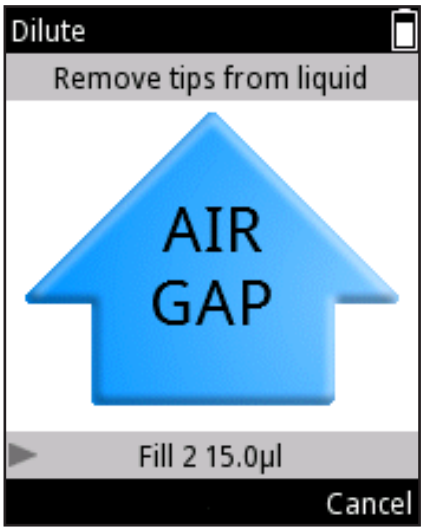

図 D26
4. 液体から先端を離します。ディスプレイに「Air gap（エアギャップ）」と表示されます (図 D26)。